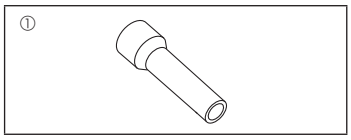

Fig. 1-1
1.6. Accessori dell'unità esterna (Fig. 1-1) (ZM200/250, M200/250)